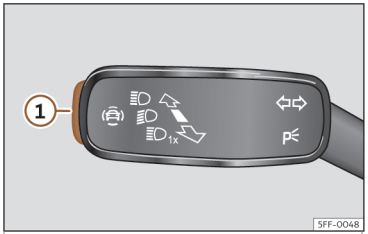

Abb. 61 Am Blinker- und Fernlichthebel: Taste für die Fahrerassistenzsysteme (modellabhängig).
• Taste››› Abb. 61 (1) kurz drücken, um das Menü **Assistenten** zu öffnen.